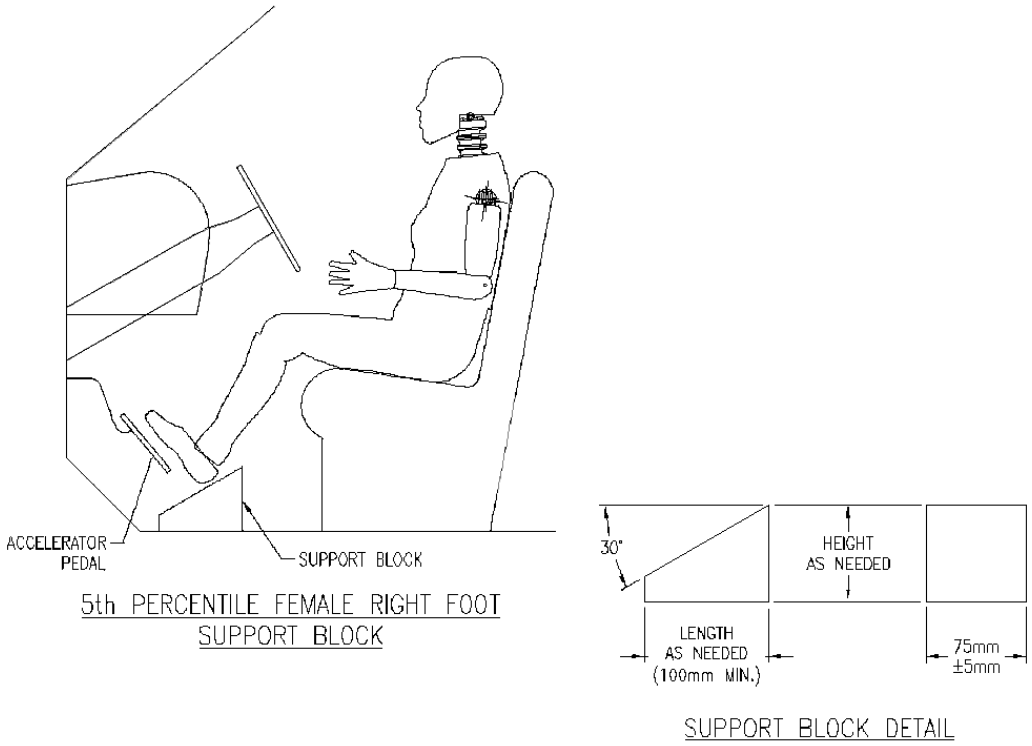

Figure 1: Support Block
___Yes. Place a tapered foam block as shown in Figure 1 under the heel with the shallow part of the taper facing forward. Go to step 17.4.2
____Yes, place a tapered foam block (Figure 1) under the heel with the shallow part of the taper facing forward. Go to step 17.4.4
17.4.3.4. Align the centerline of the foot with the HPL. Place a tapered foam block (Figure 1) under the heel with the shallow part of the taper facing forward. If the heel cannot be placed on the HPL position heel as close as possible to the HPL.